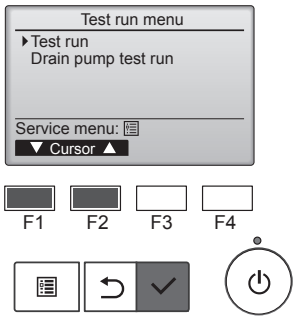

Fig. 7-2
② Seleccione “Test run” (Modo prueba) desde el menú Modo prueba, y pulse el botón [ACEPTAR]. (Fig. 7-2)
③ Se inicia la prueba, y se visualiza la pantalla Modo prueba.